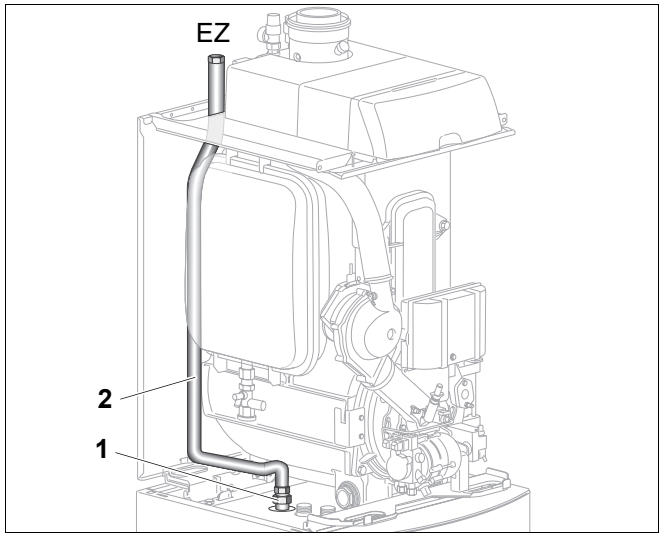

Rys. 27 Montaż przyłącza pompy cyrkulacyjnej
- Złącze przejściowe (rys. 27, **poz. 1**) uszczelnić na przyłączu zasobnika (EZ).
- Nałożyć rurę cyrkulacyjną (rys. 27, **poz. 2**) wraz z zamontowanym pierścieniem samouszczelniającym na złącze przejściowe (rys. 27, **poz. 1**), a następnie dokręcić ręcznie nakrętką.
- Ukierunkować rurę cyrkulacyjną (rys. 27, **poz. 2**) (patrz rys. 27).